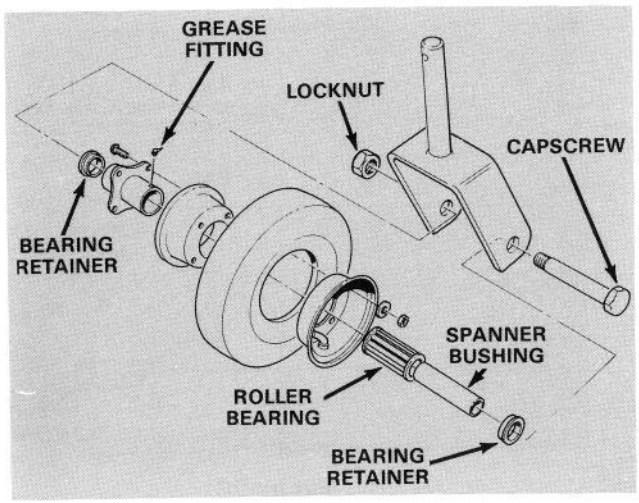

Figure 17
1. Remove locknut from capscrew holding castor wheel assembly between castor fork (Fig. 17). Grasp castor wheel and slide capscrew out of fork.
Note: Account for the two bearing retainers (Fig. 17).
2. Tip wheel to the side and allow roller bearing and spanner bushing to fall out (Fig. 17).
6. Pump more grease through grease fitting on wheel (Fig. 17) until bearing is greased thoroughly.